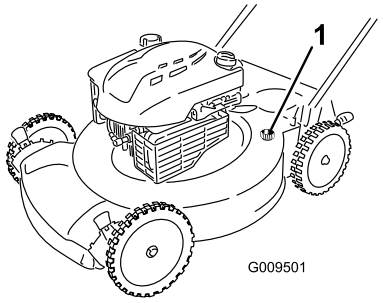

Figura 32
4. Collegate una canna da giardino al rubinetto dell'acqua ed al foro di lavaggio sulla scocca della macchina (Figura 32).